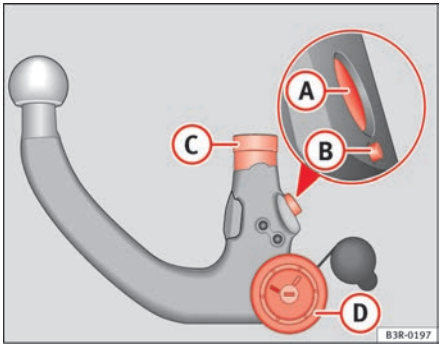

Fig. 150 Removable towing bracket: Ball joint
– Check the locking pin (A), release pin (B), shaft section (C) and knob (D) ⇒ page 190, fig. 150 on the ball joint to make sure they are clean and undamaged.